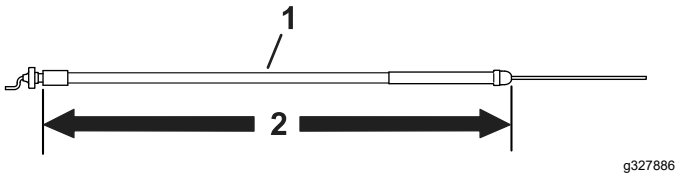

Figura 6
- Utilice el cable del acelerador de 172,2 cm de largo para las unidades de tracción modelo 04056; consulte Figura 6.